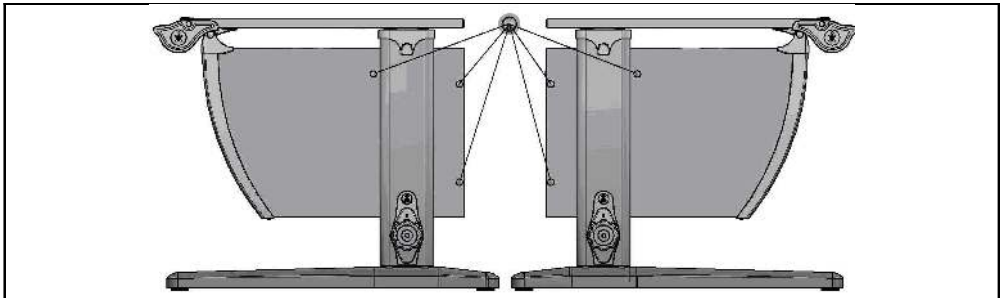

Рис. 20
5.1. Установить заглушки конфирмата (поз. 5, пакет № 32) согласно рис. 20; 21.